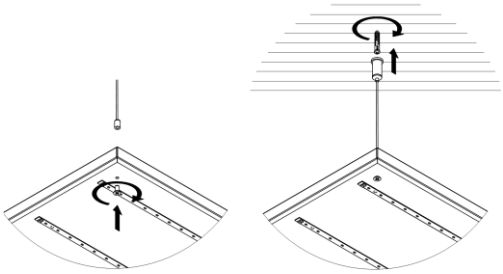

Рисунок 7 — Подвесной монтаж.
5.4.2. Установите на светильнике тросовые подвесы (см. рисунок 7). Рекомендуется использовать комплект подвесного монтажа Geniled. Для монтажа светильника серии ЛПО необходимо 2 комплекта.